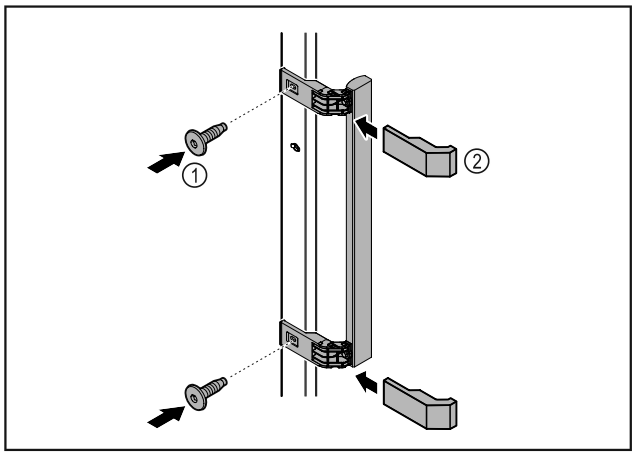

Fig. 4
▶ Atașați mânerul din pachetul de accesorii la ușă cu ajutorul șuruburilor incluse *Fig. 4 (1)*.
▶ Aplicați capacul *Fig. 4 (2)*.